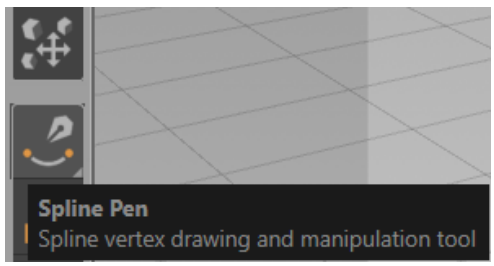
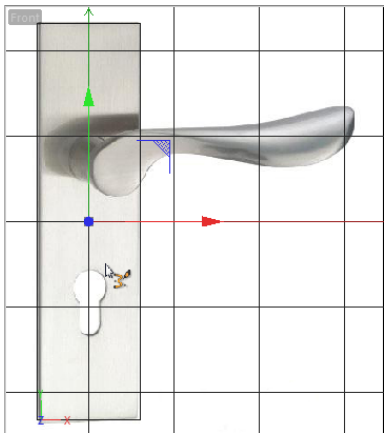

Figure 2-10 *Choosing* ***Spline Pen*** *from the Command Palette*
Figure 2-11 *The changed shape of the cursor*
1. Make sure the Front viewport is maximized. Choose the **Spline Pen** tool from the Command Palette, refer to Figure 2-10; the shape of the cursor changes, as shown in Figure 2-11.